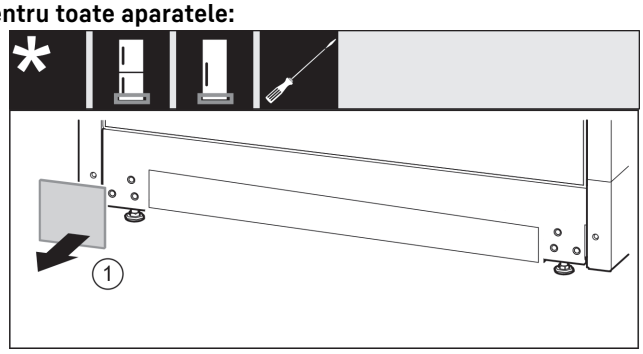

Fig. 20
- ▶ Scoateți capacul *Fig. 20 (1)*.